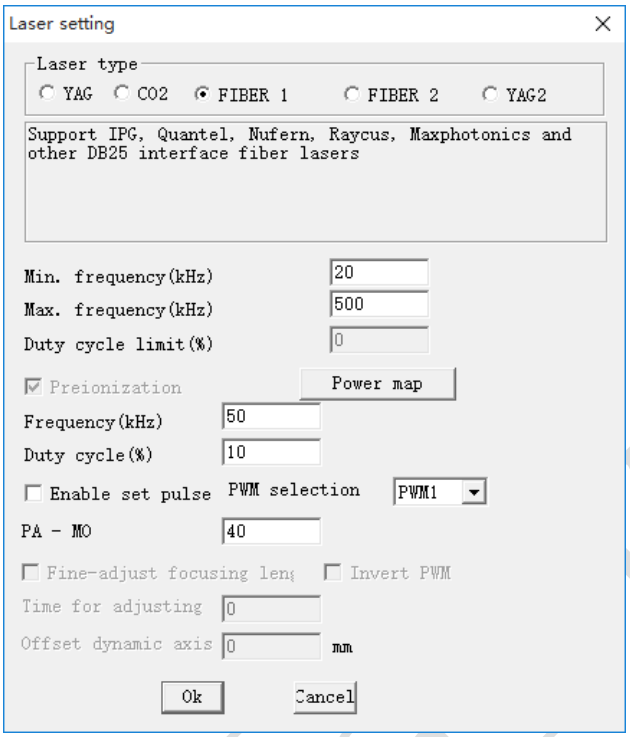

Figure 1-3-2 Laser setting
(1) New Files: click "New" under "File" or click icon like in Tool Bar, and show a new Work Zone.
(2) Laser settings: select the " Laser Settings" menu under the " settings" command, set the laser as "FIBER- I", click OK to exit, as figure 1-3-2"Laser setting".